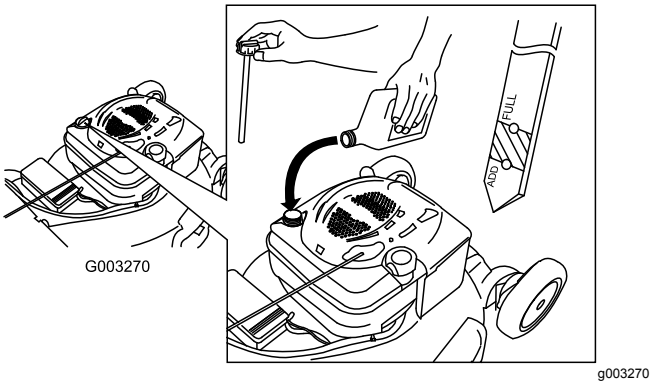

Figur 6
2. Ta ut oljestickan (Figur 6) och häll i ungefär 3/4 av vevhusets oljekapacitet i påfyllningsröret för olja.
5. Ta ut oljestickan och läs av oljenivån, se Figur 6.
- Om oljenivån är för låg fyller du sakta på lite olja i oljepåfyllningsröret och upprepar sedan steg 3 till 5 tills korrekt oljenivå har uppnåtts enligt Figur 6.